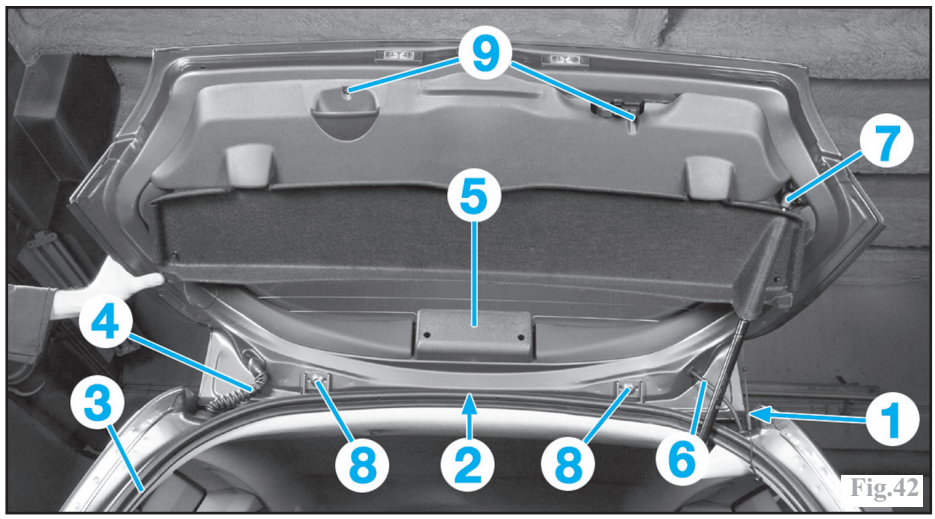

Fig.42
Décrocher la cordelette de soutien de la tablette arrière (1) (Fig.42).
-les deux vis (9) de fixation de la garniture (Fig.42).